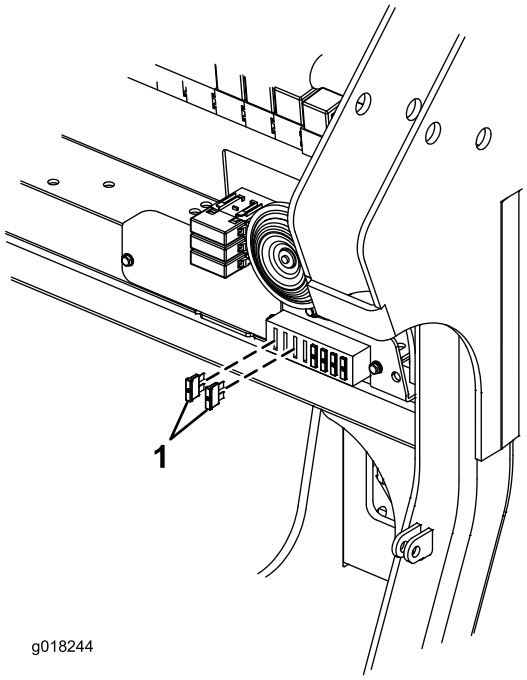

Figure 5
13. Placez (2) fusibles de 15 A dans le porte-fusibles. Utilisez le 1er et le 3e logement sur le côté gauche du porte-fusibles (Figure 5).